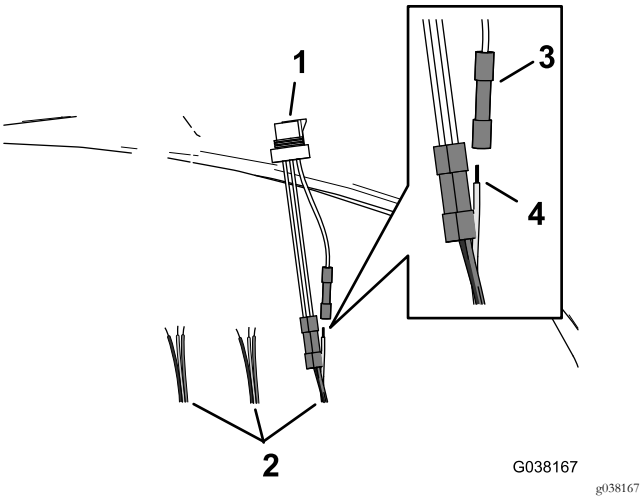

Figura 34
2. Insira o fio da cablagem DIN no conector de juntas do adaptador de 3 pinos (Figura 34).